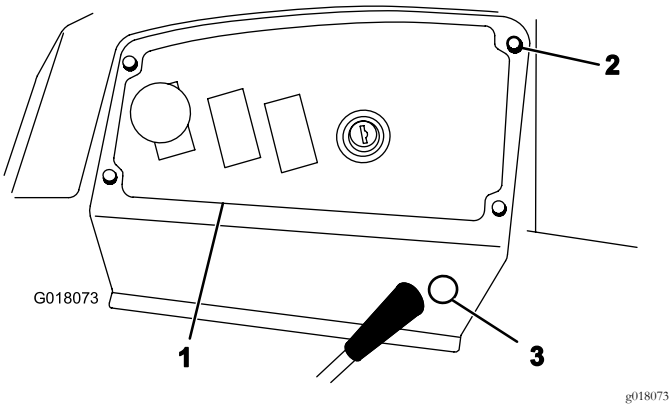

Figura 2
1. Retire os quatro parafusos que fixam a placa do painel de controlo à máquina (Figura 2).
6. Retire a tampa extraível do lado da placa do painel de controlo (Figura 2).